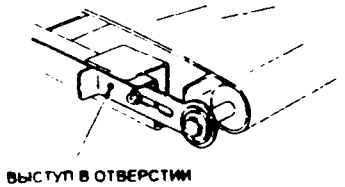

Рис. 3
a. (Рис. 3): При установке совместите отверстие в опоре вала с выступом в каркасе.